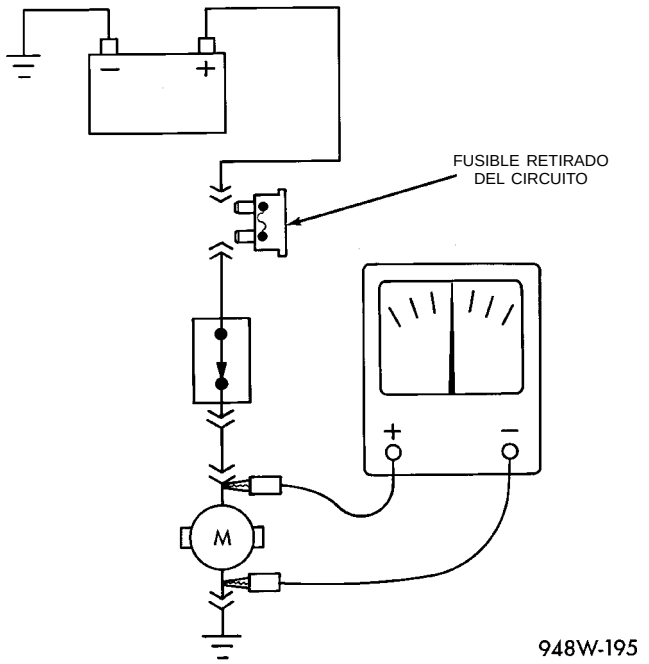

Fig. 11 Prueba de continuidad
(1) Retire el fusible del circuito que está siendo verificado o desconecte la batería.
(2) Conecte un conductor del ohmiómetro a un lado del circuito que está siendo verificado (Fig. 11).